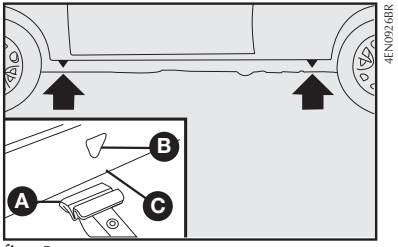

fig. 8
3) colocar o macaco onde está marcado o símbolo ▼ **B-fig. 8**, perto da roda a substituir, e certificar-se de que a ranhura **A** do macaco esteja bem encaixada na longarina **C**.